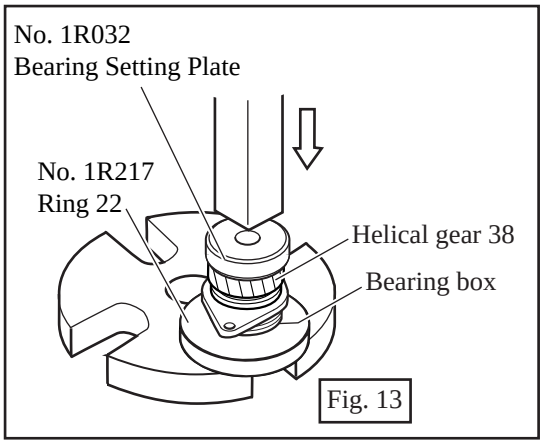

Fig. 13
(7) Set repairing jigs No.1R217 and 1R032 as illustrated in Fig. 13, and press the 1R032 "Bearing Setting Plate" put on the spindle, with arbor press. See Fig. 13.